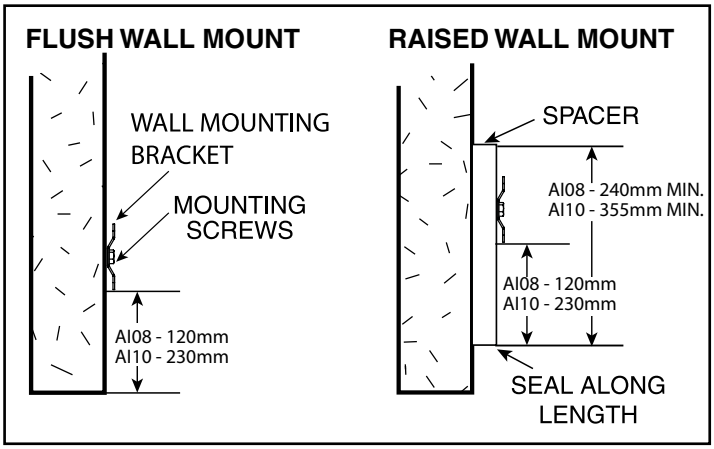

Figure 3 - Wall Mounting Location
B. For optimum performance, the bottom of the air curtain (discharge nozzle) should be no more than 125mm above the top of the door opening with the air curtain(s) mounted flush to the wall. If the air curtain must be mounted higher, it must be spaced out from the wall 10mm for every 25mm the air curtain is above the door opening. ***See Figure 3.*** For optimum protection, any void between the air curtain and the wall should be sealed along the full length of the air curtain.
1. Position one wall mounting bracket over the door opening as shown in ***Figure 3.*** The bracket should be centered over the door opening. NOTE: For units longer than 3048mm, install two wall mounting brackets in tandem across the door opening.